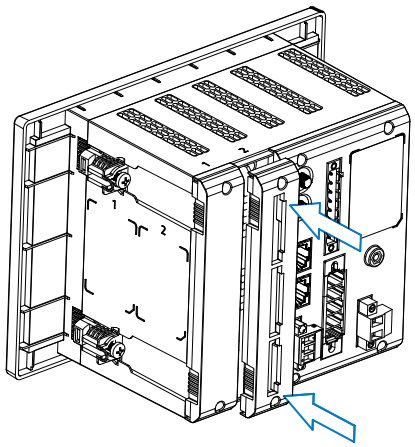

Figure 8: Step 3.
③ Install the new slot cover (**Figure 8**).